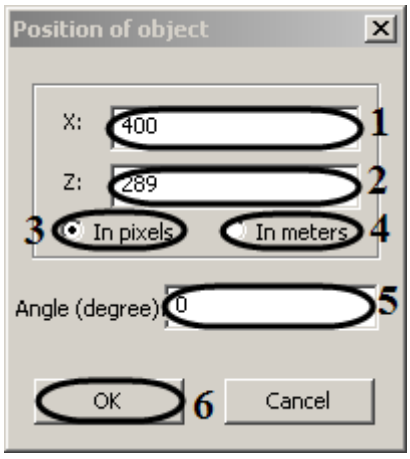

Figure 8.20-16 Object's position dialog window
2.3. Enter the coordinates of object's center: fields «X» (horizontal indent from the left border of graphic plan) and «Z» (horizontal indent from the bottom border of graphic plan) – Figure 8.20-16. To set the coordinates in pixels the switch should be set to In pixels position. (Figure 8.20-16), to set the coordinates in meters – the switch should be set to In meters position (Figure 8.20-16).
2.4. Enter the angle in degrees of object's image turn on the Angle (degree) field. The angle is set counterclockwise from contour line (Figure 8.20-16).
2.5. To save the applied changes click OK (Figure 8.20-16)